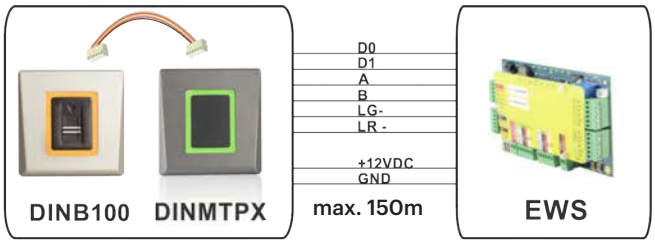

fig. 2
2. Conecte el DINB100 al controlador. El lector de proximidad no está conectado al controlador. (fig. 2)